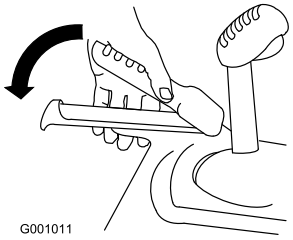

Figur 14
3. Klem traktionsgrebet til venstre for håndtaget (Figur 14).
6. Klem traktionsgrebet til venstre for håndtaget (Figur 14).